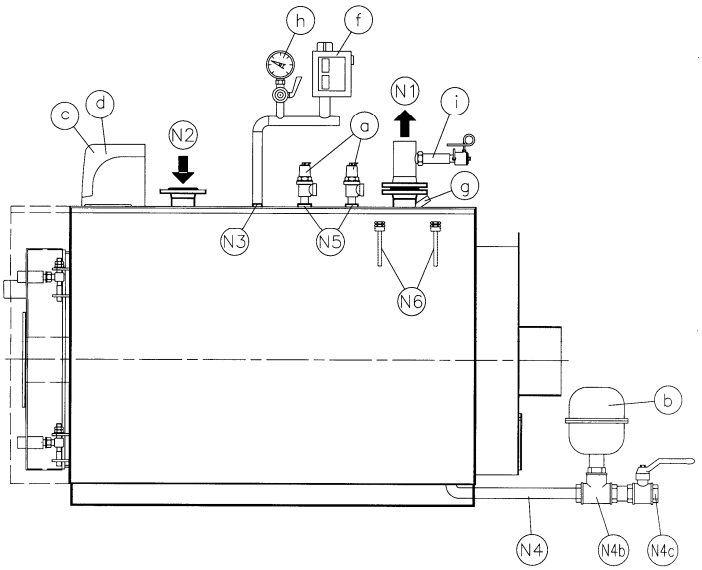

Рис. 2
3.2.2 ВОДОГРЕЙНАЯ ТЕПЛОВАЯ УСТАНОВКА С ЗАКРЫТЫМ РАСШИРИТЕЛЬНЫМ БАКОМ – Мощность топки > 300.000 ккал/ч - давление 5 бар (Рис. 2)